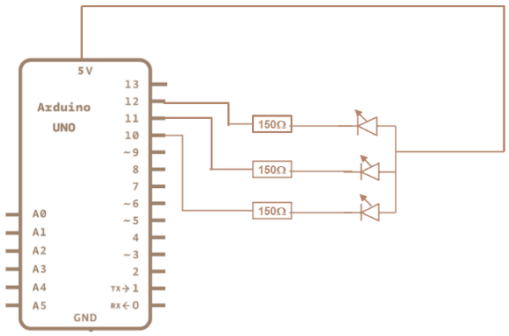

Figure 6: Circuit diagram of fig. 5
1) Assemble the circuit as shown in figure 6.